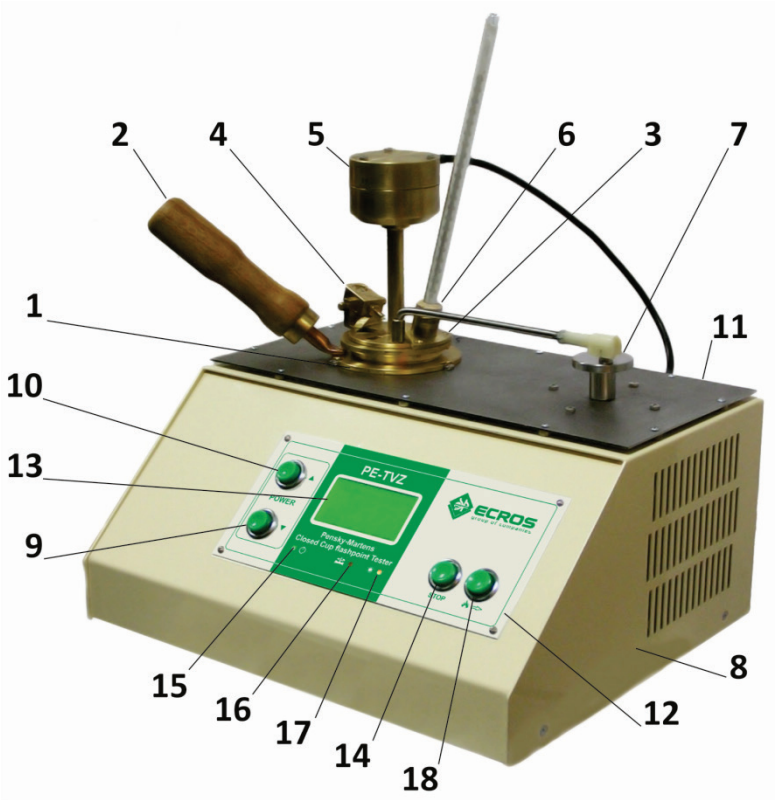

Figure 1
4.1. The tester PE-TVZ (Figure 1) consists of:
- test cup (1), with cup handle (2);
- cover (3) with igniter (4) and stirring device (5);
- opening for measuring thermometer (6);
- cover rotation device (7);
- the tester body with electric fan (8);
- electric heater (inside of the instrument) with manual control of heating power (buttons 9 and 10), and switch on rear wall of the instrument (11);
- face panel (12), where following is located: liquid-crystal display (13) and control buttons: POWER (9, 10), STOP (14) – reset, (18) – lowering of burning igniter, and indicators of power supply (15), stirrer operation (16) and electric heater operation (17).